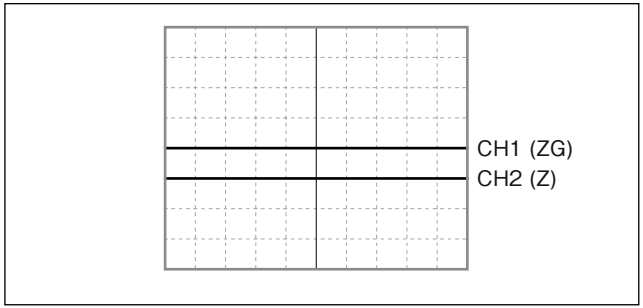

Abb. 4-9
① Die Sonde CH1 des Oszilloskops mit dem Prüfstift TP5 (ZG) und dem Prüfstift TP4 (GND) der Schnittstelleneinheit verbinden.
② Die Sonde CH2 des Oszilloskops mit dem Stift CN2-5 (Z) und dem Prüfstift TP4 (GND) der Schnittstelleneinheit verbinden.
③ Den Schalter TIME/DIV am Oszilloskop auf 200 ms einstellen.
④ Die Deviationsempfindlichkeit (VOLTS/DIV) von CH1 und CH2 am Oszilloskop auf 2 V/Teil. einstellen.
⑤ Den Eingangskopplungsschalter von CH2 am Oszilloskop auf GND stellen und das Oszilloskop so einstellen, dass das Signal von CH1 in der Mitte des Bildschirms angezeigt wird. Das Oszilloskop so einstellen, dass CH2 eine Rasterzeile darunter angezeigt wird. (Siehe Abb. 4-9.)